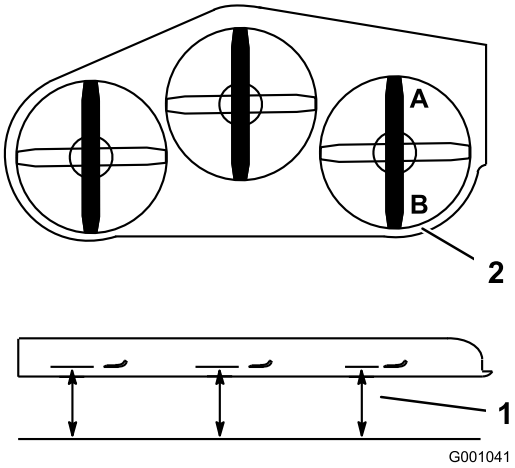

**Figur 75**
1. Placer højre kniv på langs (Figur 75).
2. Mål den højre kniv ved punktet **A** fra en plan overflade til knivspidsens skarpe kant (Figur 75).
4. Mål den højre kniv ved punktet **B** fra en plan overflade til knivspidsens skarpe kant (Figur 75).
6. Plæneklipperens skærekniv skal være 6 til 10 mm lavere ved punkt **A** end ved punkt **B** (Figur 75). Hvis det ikke er korrekt, skal du gøre følgende: